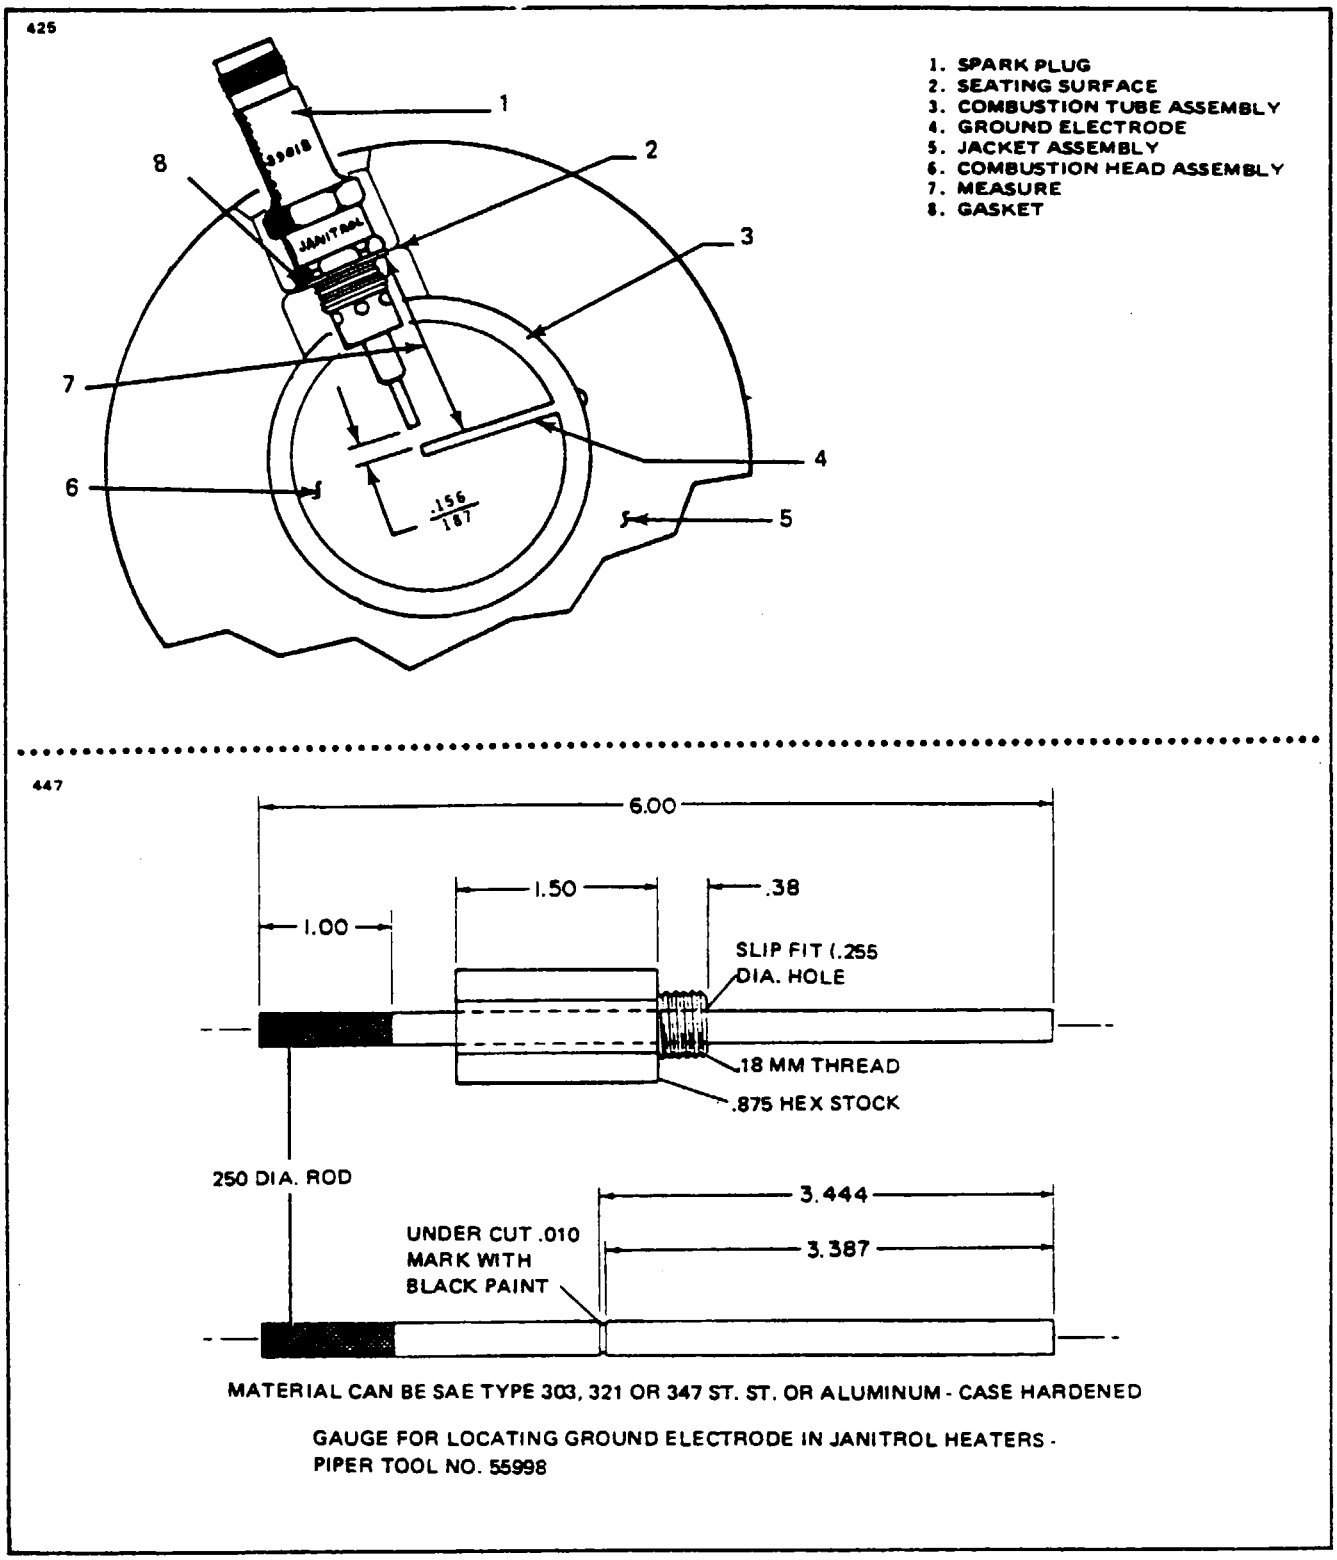

Figure 13-13. Spark Plug (P/N 39D18) Gap Adjustment and Tool
1. If the spark plug appears to be in good condition, except for a mild coating of oxide on the porcelain and electrode, it may be cleaned and reused. Cleaning is accomplished on a conventional airplane type spark plug cleaner, except that it will be necessary to use two or more adapters in order to raise the long extension of the plug far enough out of the cleaner nozzle opening to perform an effective job. Plug the ceramic insert cavity at the terminal end of the plug with a piece of paper or cloth to keep out any of the cleaning sand. Wipe this cavity out thoroughly with a cloth wet with carbon tetrachloride. If after cleaning the spark plug porcelain is white and the electrode is not eroded, proceed to check the ground electrode in the heater and adjust the spark gap in accordance with Paragraph 13-44 (c) and Figure 13-13.
c. Spark Gap Check and Adjustment: (See Figure 13-13.)
1. Fabricate or purchase from Piper, the special tool from dimensions given in Figure 13-13.